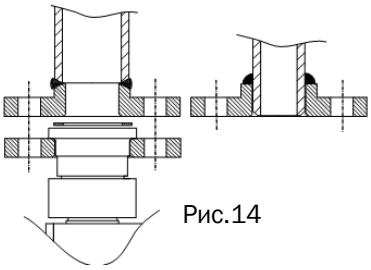

Рис.14
- В зависимости от материала трубы, вставьте трубу во фланец с шейкой для приварки и приварите ее (нержавеющая сталь) или же вставьте трубу во внутреннее отверстие фланца и приварите ее (полипропилен, поливинилиденфторид) (Рис.14).